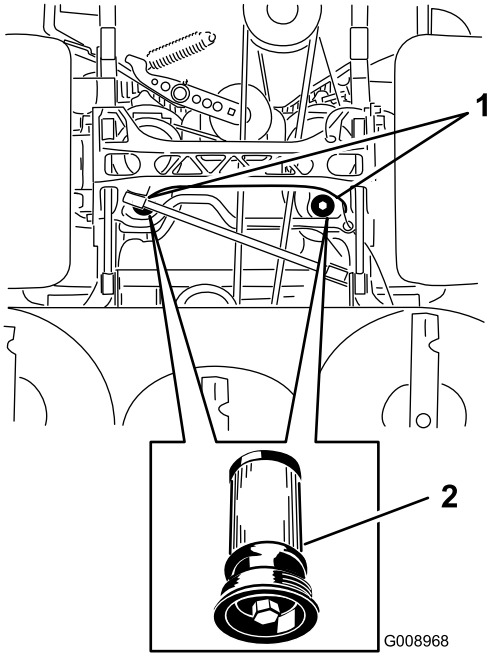

Figur 86
5. Sätt ett tömningsstråg under filtret, ta bort det gamla filtret och torka ytan ren (Figur 86).
6. Stryk på ett tunt lager hydraulolja på utbytesfiltrets gummipackning (Figur 86).